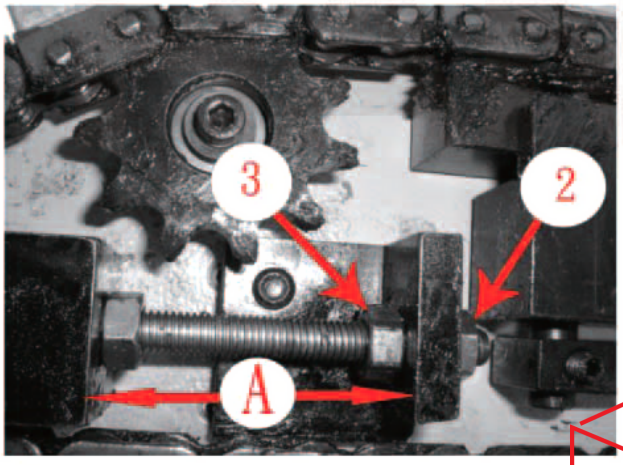

Fig.4b
c. Loosen No. 2 Nut below the zipping machine. (See **Fig.4b**)